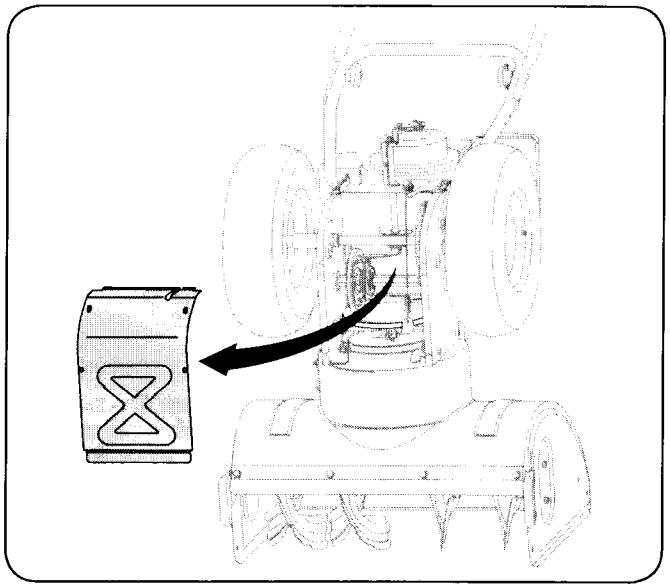

Figure 6-2
3. Remove the frame cover from the underside of the snow thrower by removing four self-tapping screws which secure it. Refer to Fig 6-2.